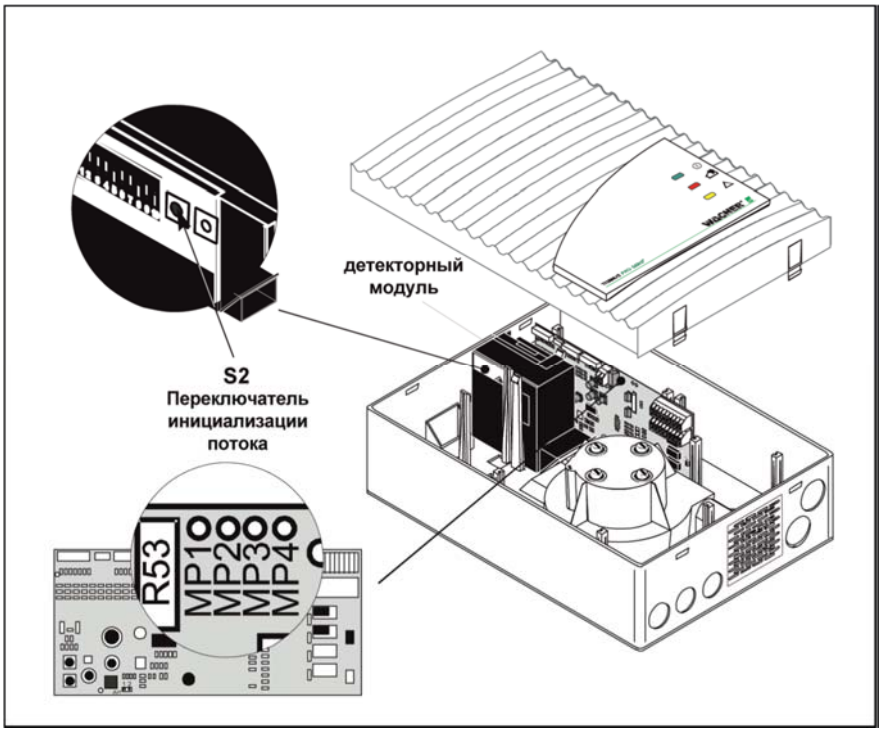

Рис. 7.2: Настройка датчика воздушного потока без учёта давления воздуха в TITANUS PRO-SENS®
4. Нажмите кнопку инициализации потока «Flow-Init» S2 на детекторном модуле TITANUS PRO-SENS® (см. Рис. 7.2).